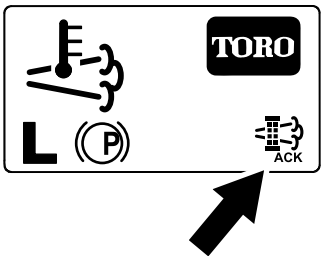

Figur 62
8. InfoCenter viser startskjermen, og regenereringsbekreftelsesikonet (Figur 62) vises i nedre høyre hjørne av skjermen mens regenereringen pågår.